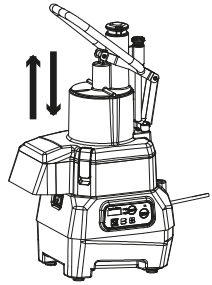

Fig. 9
6) Deslice la manija hacia arriba y hacia abajo varias veces como se muestra en la Fig.9 para verificar si la máquina está intacta.